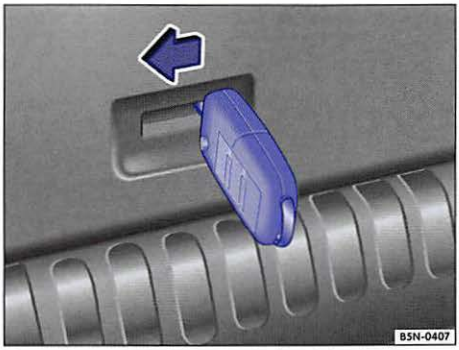

Fig. 149 Inside the luggage compartment: Opening the rear hatch.
- Insert the key into the slot on the rear hatch ⇒fig. 149 and press the release lever in the direction of the arrow to unlock the rear hatch. ◁